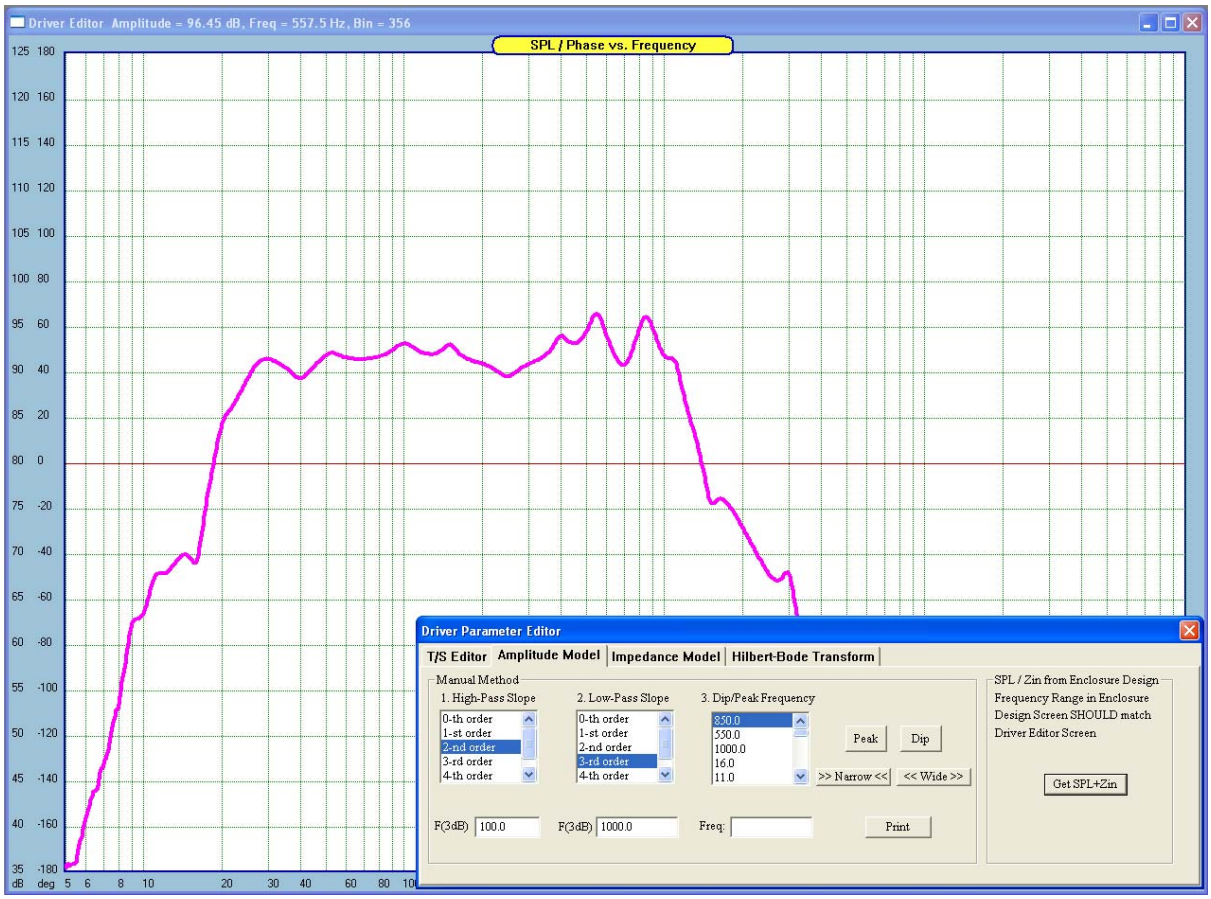

Fig 2.8 Edited SPL with a number of dips and peaks.
After examining the frequency response of the driver, it should be possible to approximately determine the three regions and order of the rising (high-pass) and falling (low-pass) slopes. Having done this, you need to select those orders by clicking left mouse button above the appropriate list box titled "1. High-Pass Slope" and "2.Low-Pass Slope". The associated cut-off frequencies of the filter approximations need to be entered in the associated data fields below the list boxes. Figure 2.8 shows 2-th and 3-rd orders respectively. The frequency response of our band-pass approximating filter can now be displayed by pressing on "→ ←" (means narrower) or "← →" (means wider) buttons. Next step is to add all small ripples onto the band-pass filter curve. The default values for all **50 available** ripples is 1000.0 and are displayed in the "3. Dip/Peak Frequency" list box. Please click on the first list box item – 1000.0 Hz. This will select the frequency to be edited in the data field available below the list box. Now, edit the frequency by entering the right value, say for the most-left ripple – you will see the value in the list box also changes. Now, you have four buttons available to determine the shape of the ripple: (1) "Peak", (2) "Dip", "→ ←" and "← →". Pressing repeatedly on all four buttons will shape the ripple and automatically re-plot the frequency response. Once the shape of the ripple has been finalized, please click on the second item in the list box and edit the second ripple frequency and determine it's shape. Please continue till you are satisfied with the total frequency response